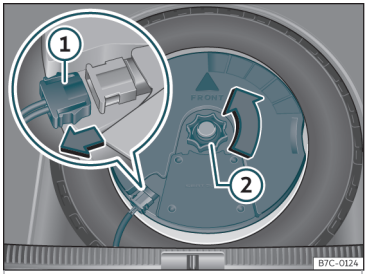

Fig. 198 In the luggage compartment: remove the subwoofer.
- Disconnect the *subwoofer*››› **Fig. 198** ① speaker cable.
- Turn the securing wheel in an anti-clockwise direction››› **Fig. 198** ②.